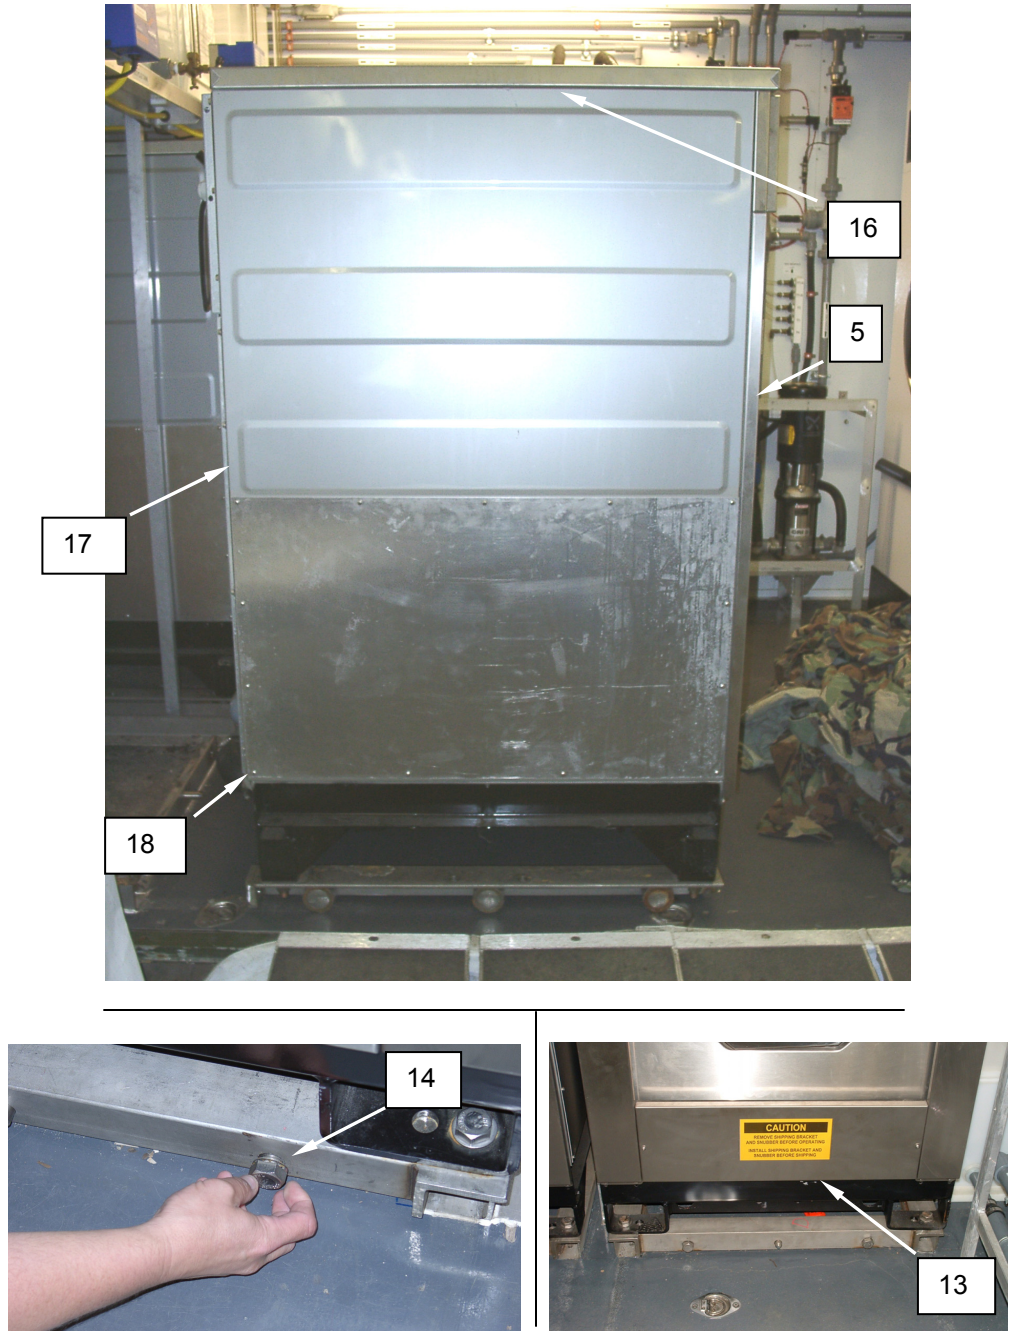

Figure 4. Install the Washer.
1. Install washer side panels **(Figure 4, Item 18)** and retain with bolts.
2. Install washer back panel **(Figure 4, Item 17)** and retain with bolts.
3. Install washer top panel **(Figure 4, Item 16)** and retain with bolts.
4. Push washer **(Figure 4, Item 5)** back into position and secure in place with bolts **(Figure 4, Item 14)**.
5. Install the kick panel **(Figure 4, Item 13)** and retain with screws.